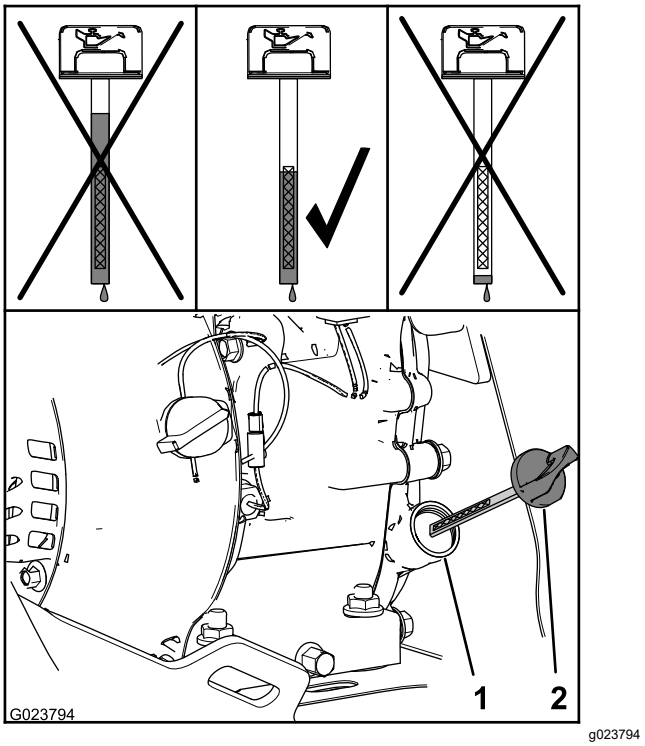

Figuur 28
2. Haal de peilstok eruit en lees het oliepeil af (Figuur 28).
Opmerking: Het oliepeil moet zich rond de bovenkant van het gemerkte deel van de peilstok bevinden (Figuur 28).
A. Giet geschikte olie in de vulopening (Figuur 28).